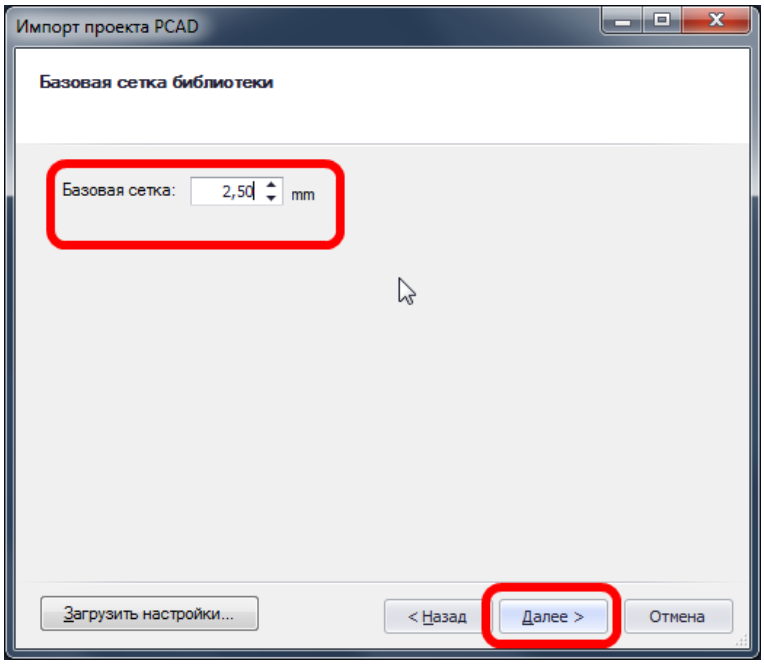

Рис. 362. Установка шага базовой сетки
6. На втором этапе импорта необходимо указать шаг базовой сетки (см. раздел 4.6.1). Шаг базовой сетки указывается в поле «Базовая сетка», см. Рис. 362. Изначально шаг сетки устанавливается на основе импортируемых данных. Если шаг сетки изменяется, то входные графические данные будут преобразованы (см. раздел 6.7.4).